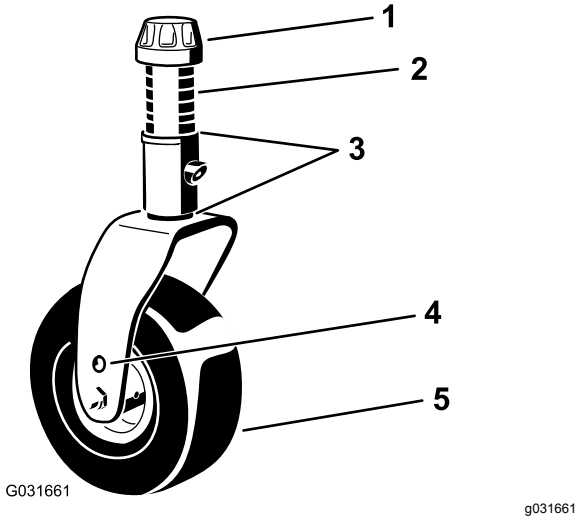
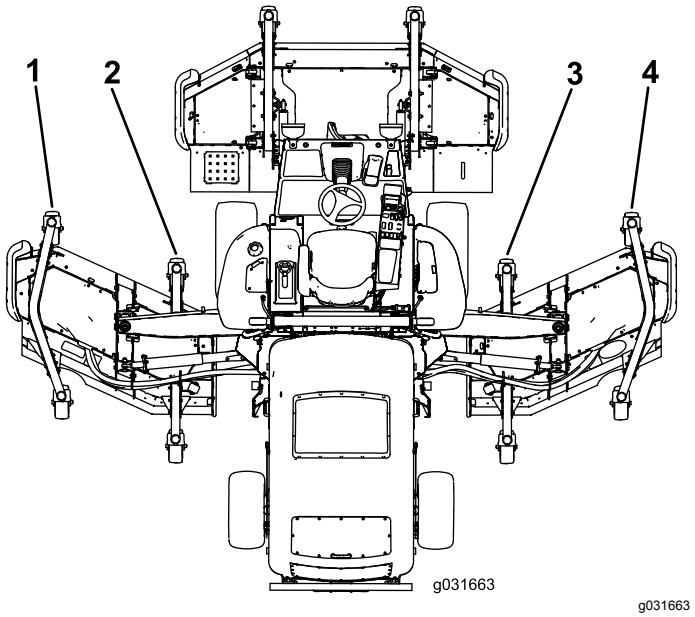

**Figur 43**
**Figur 44**
5. Om innerkanten på vingklippdäcket är för hög i förhållande till ytterkanten på det främre klippdäcket tar du bort ett mellanlägg nedtill på den främre inre svänghjulsarmen på sidoklippdäcket (Figur 43 och Figur 44).
6. Om innerkanten fortfarande är för hög tar du bort ytterligare ett mellanlägg nedtill på vingklippdäckets främre inre svänghjulsarm och ett mellanlägg från vingklippdäckets främre yttre svänghjulsarm (Figur 43 och Figur 44).
7. Om innerkanten på vingklippdäcket är för låg i förhållande till ytterkanten på det främre klippdäcket lägger du till ett mellanlägg (3 mm) nedtill på vingklippdäckets främre inre svänghjulsarm (Figur 43 och Figur 44).